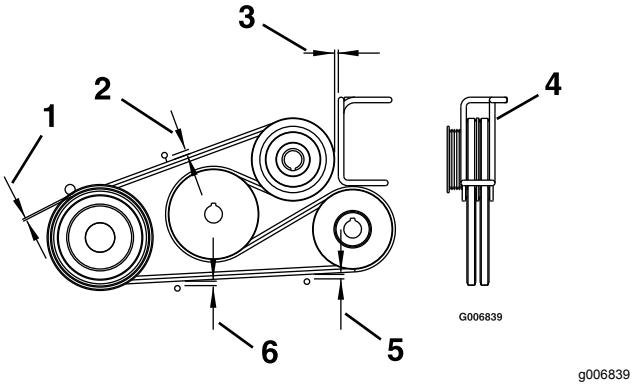

Figur 63
4. Justera remstyrningarna enligt Figur 63.